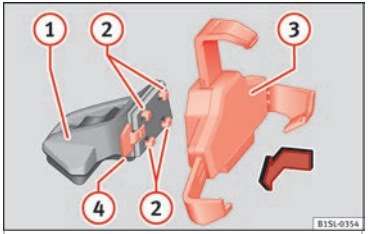
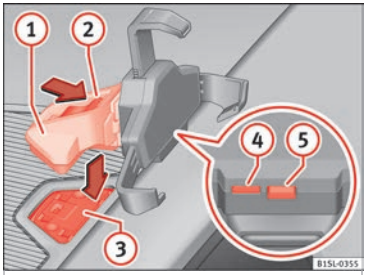

Fig. 134 Assemble the universal base and the link arm.
Fig. 135 In the centre console: Close the gap for the holder of the infotainment system.
- Press release button ››› **Fig. 135** (5) until the upper arm of the universal base comes loose.
- Place the Smartphone into the lower mountings. To set the lower mountings, press button ››› **Fig. 135** (4).
- Hold the universal base ››› **Fig. 134** (3) and press the release button ››› **Fig. 134** (4).
- Hold support arm ››› **Fig. 135** (1) and press release ››› **Fig. 135** (4) in the direction of the arrow.
- Insert universal base ››› Fig. 134 ③ into sockets ② of the support arm ①.
- Move the universal base sideways in the direction of lock ④ until it clicks into place. ››› ⚠.
- Place support arm ››› Fig. 135 ① in retaining lever ››› Fig. 135 ③ from above and press it downwards until you hear that is locked ››› ⚠.